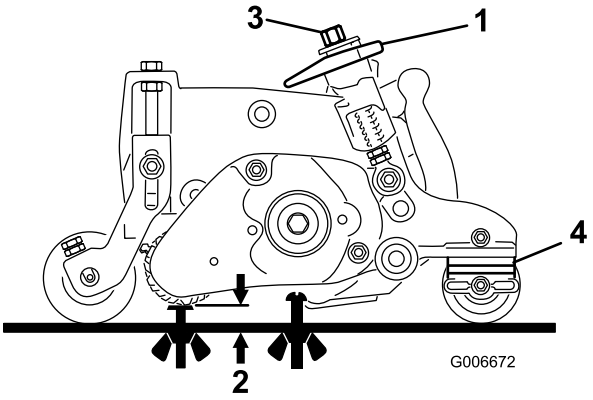

Figuur 40
3. Zet de snelhendels (Figuur 40) in de Ingeschakelde stand (de hendel wijst naar de voorkant van het maaidek). **Gebruik de tabel met het aanbevolen bereik van de maaihoogte en de groomer-hoogte om de hoogtelat in te stellen.**
4. Meet aan één kant van de messenkooi van de groomer de afstand tussen het laagste uiteinde van het groomer-mes en het werkoppervlak (Figuur 40). Draai aan de instelknop voor de hoogte (Figuur 40)